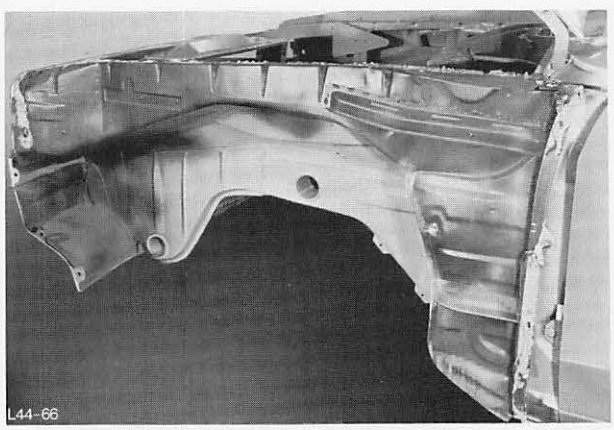

Abb. 61 Kotflügel abgebaut
4. Kotflügel-Auflageflächen reinigen und mit Rostschutz einstreichen, Abb. 61.